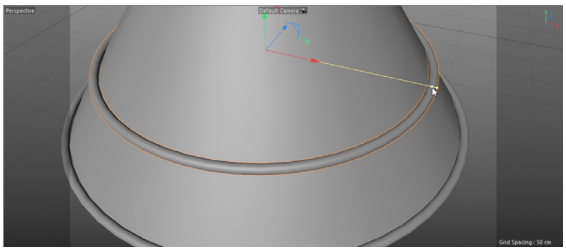

Figure 3-10 *Moving inner edit point of shapedesign1.1*
25. Zoom in on *shadedesign1.1* and move the inner edit point of *shadedesign1.1* so that it is scaled down and fits on *shade*, refer to Figure 3-10.